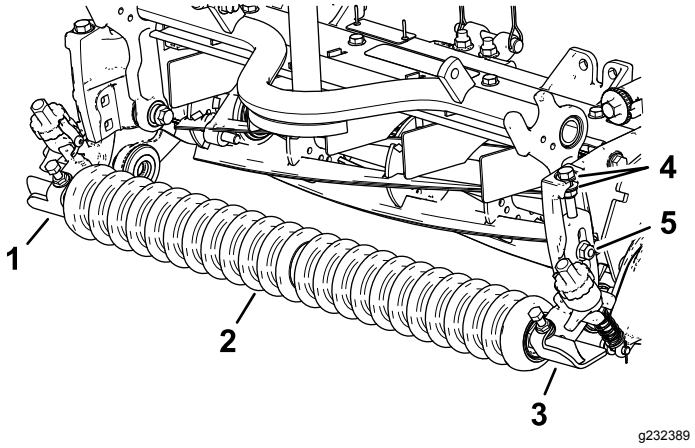

Figur 11
1. Montera höger och vänster klipphöjdsfäste samt den främre rullenheten löst på klippenhetens sidoplåtar med de vagnsskruvar som du tog bort tidigare (Figur 11).